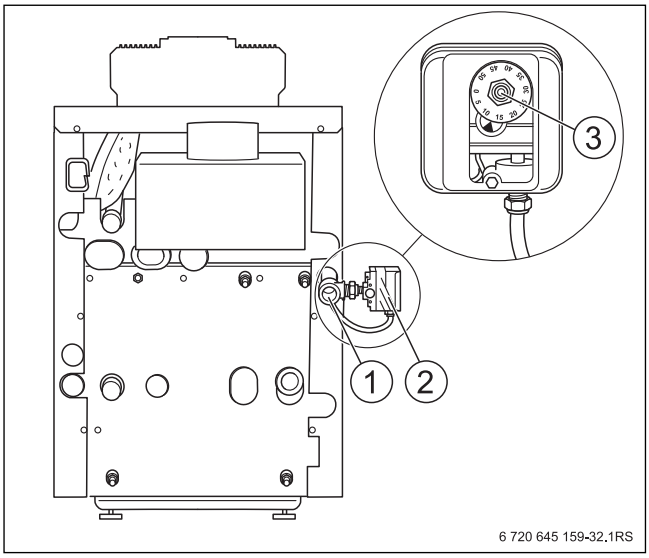

Рис. 49 Монтаж реле контроля давления газа
- ▶ Установите реле контроля давления газа (→ рис. 49, [2]) непосредственно на патрубок подключения газа (→ рис. 49, [1]) на котле так, чтобы регулировочный диск (→ рис. 49, [3]) был направлен вверх или наружу (используйте переходник).